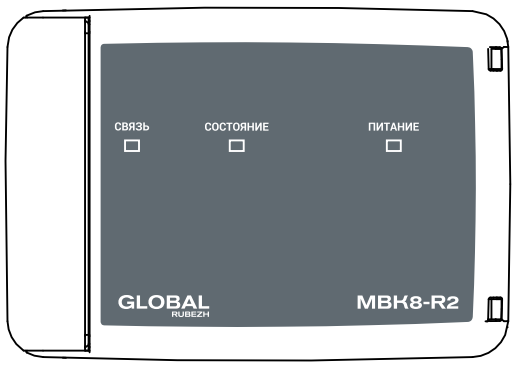

Рисунок 1
5.1 Модуль конструктивно выполнен в пластмассовом корпусе. Корпус состоит из двух частей – основания и крышки. Крышка имеет три окна для индикаторов СВЯЗЬ, СОСТОЯНИЕ и ПИТАНИЕ (рисунок 1).